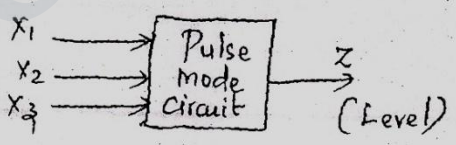

Figure 1
13. (a) (i) Design a pulse mode circuit with inputs x_1, x_2, x_3 and output Z as shown in figure 1.